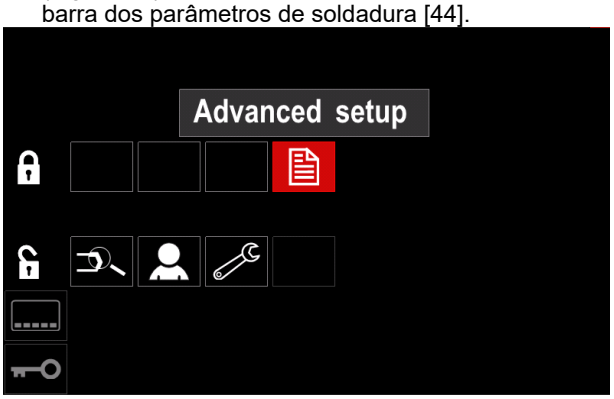

Figura 47.
- Prima o Botão da direita [36]. O ícone do parâmetro selecionado desaparece da parte inferior do visor (Figura 47). Este parâmetro também desaparece da barra dos parâmetros de soldadura [44].